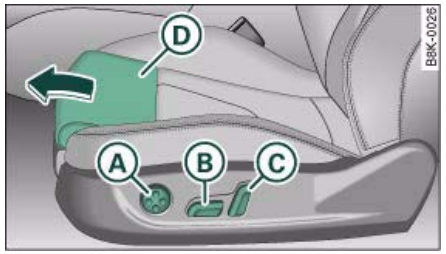

Fig. 76 Front seat: Adjuster controls
– Press switch (B) ⇒ *page 74,* fig. 76 forwards or backwards.